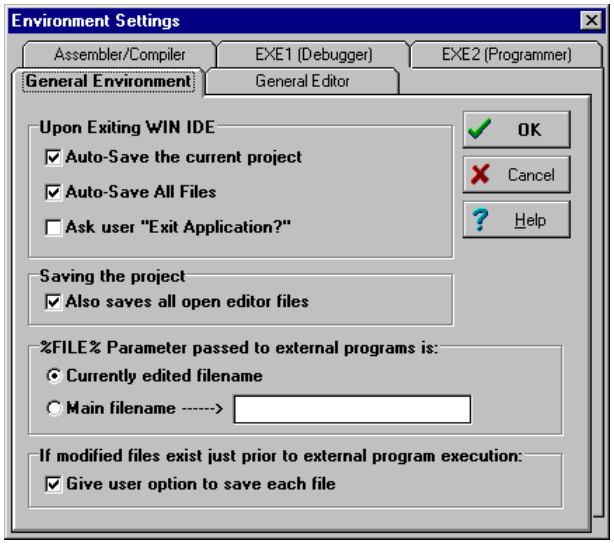

Figure 4-13. *Environment Settings* Dialog *General Environment* Tab
Click the *General Environment* tab in the *Environment Settings* dialog (Figure 4-13) to change options for saving the project files, exiting the WinIDE editor, and storing a filename to be passed to an external program as a parameter.
- ***Options:*** Enter the options to pass to the compiler on the command line. Such options generally consist of switches that instruct the compiler, and a filename. Enter the *%FILE%* string in the command line to insert either the current filename or the filename specified in the *Main Filename* option in the *EXE Path* text box of the *General Environment* tab options (Figure 4-13).